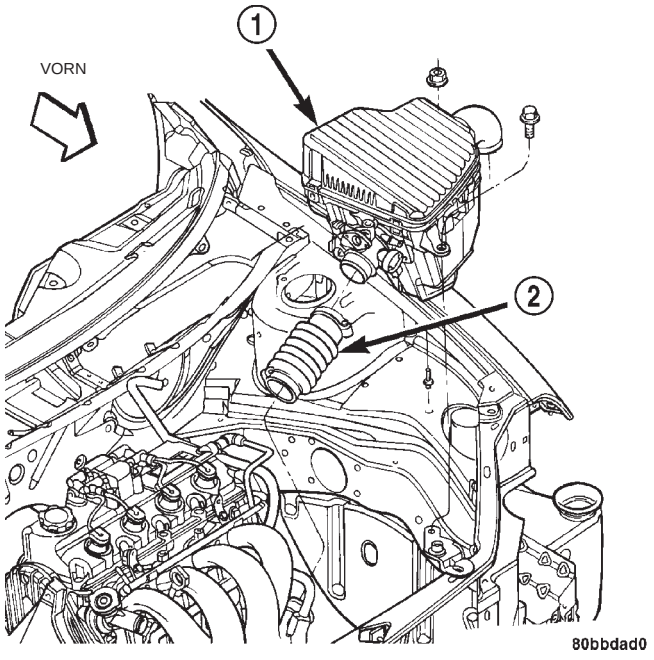
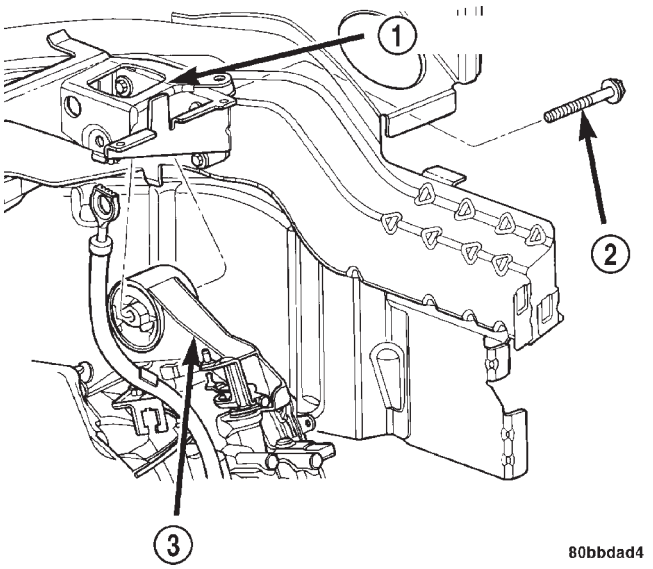
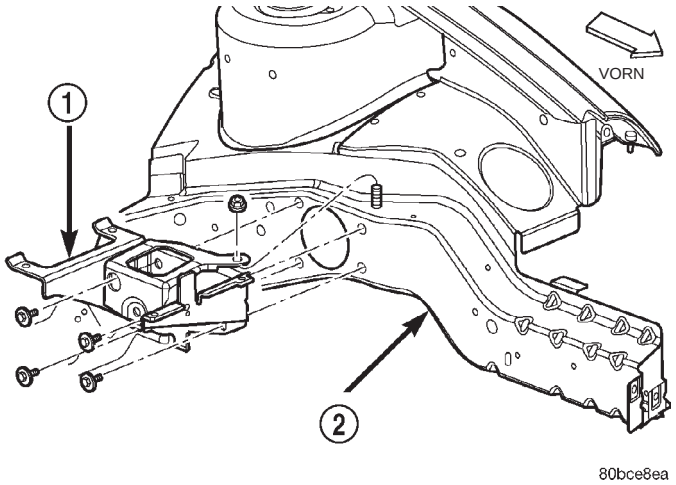

Abb. 13 Ansaugluftfilter-Baugruppe
Abb. 14 Durchgangsschraube der linken Aufhängung
Abb. 15 Linker Aufhängungsträger
(1) Fahrzeug auf einer Hebebühne etwa 30,5 cm (12 Zoll) anheben.
(2) Ansaugluftfilter-Baugruppe abbauen (Abb. 13).
(3) Batterie und Batterieträger ausbauen.
(4) Getriebe mit geeignetem Wagenheber abstützen.
(5) Linkes Vorderrad abbauen.
(6) Linkes Spritzschutzschild abbauen.
(7) Deckel der Durchgangsschraube an der Außenseite des linken Längsträgers entfernen.
(8) Durchgangsschraube der linken Motoraufhängung ausbauen (Abb. 14).
(9) Schaltseil des Getriebes an der linken Aufhängung und am Getriebegestänge aushängen.
(10) Schrauben zur Befestigung des linken Aufhängungsträgers am Karosserie-Längsträger lösen (Abb. 15).
(2) Träger der Motoraufhängung am Karosserie-Längsträger anbauen und Schrauben mit einem Anzugsmoment von 28 N·m (250 in. lbs.) festziehen (Abb. 15).
(3) Motor/Getriebe so ausrichten, daß die Durchgangsschraube eingebaut werden kann. Durchgangs-
schraube einbauen und mit einem Anzugsmoment von 118 N·m (87 ft. lbs.) festziehen (Abb. 14).
(4) Wagenheber unter dem Getriebe entfernen.
(5) Deckel der Durchgangsschraube an der Außenseite des linken Längsträgers einbauen.
(6) Linkes Spritzschutzschild und linkes Vorderrad montieren.
(7) Schaltseil des Getriebes an der Motoraufhängung und am Getriebegestänge einhängen.
(8) Batterieträger und Batterie einbauen.
(9) Ansaugluftfilter-Baugruppe einbauen (Abb. 13).
(10) Fahrzeug absenken.